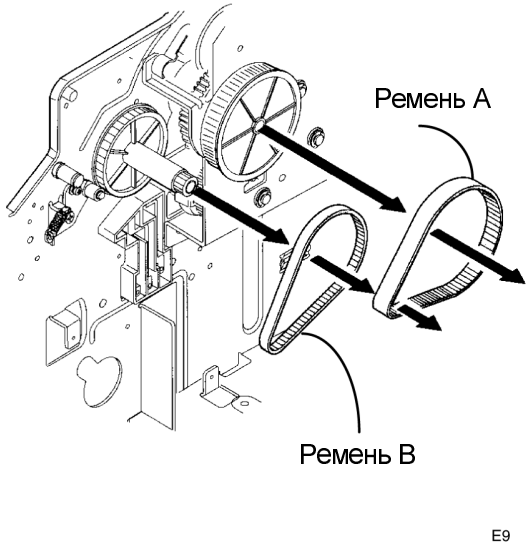

Рисунок 2. Снятие ремней главного привода
5. (Рисунок 2): Снимите ремни двигателя главного привода.